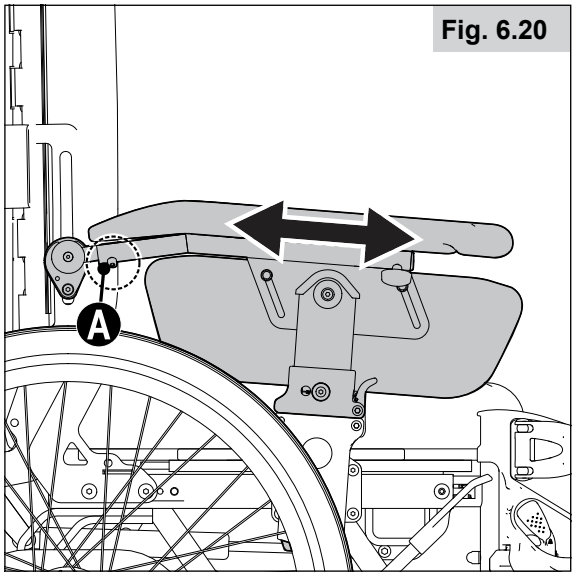

Fig. 6.20
6.19 Ajustar a profundidade dos apoios para os braços (Fig. 6.20)